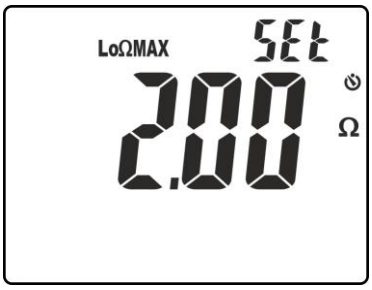

Fig. 26: Configuração do patamar limite na medição da continuidade
4. Premir os botões **▼/**💡 ou **▲/ZERO** para selecionar o valor compreendido no intervalo: **0.05Ω ÷ 9.99Ω** (ver Fig. 26)
4. Premir os botões ▼/💡 ou **▲/ZERO** para selecionar o valor no intervalo: **0.05Ω ÷ 9.99Ω** (ver Fig. 26)